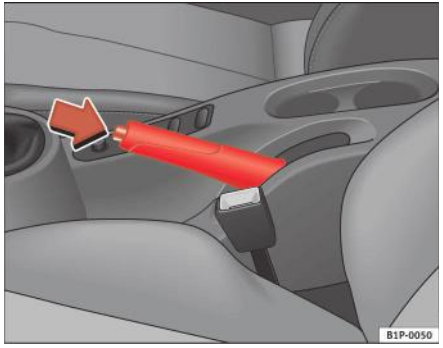

Fig. 128 Frâna de mână amplasată între scaunele din față
– Trageți ferm în sus maneta frânei de mână ⇒ fig. 128.
– Ridicați ușor maneta, apăsați butonul de deblocare în sensul săgeții ⇒ fig. 128 și coborâți complet maneta frânei de mână ⇒ ⚠.